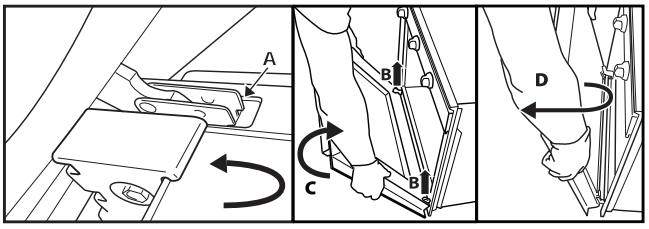

Fig. 2
3. Luk døren til blokeringsmekanismen (A), løft den (B) og drej den (C), til den frigøres (D) (fig. 2).